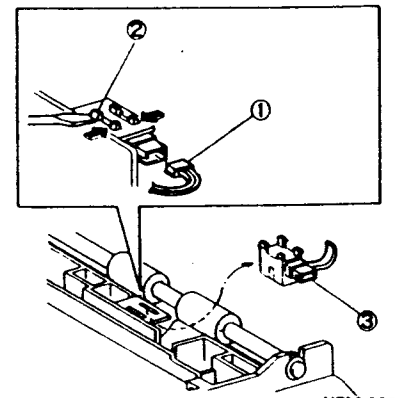

Рис. 8 NZM-0025
8. (Рис. 8): Снимите датчик подачи.
①. Снимите разъем.
②. Отпустите фиксатор датчика.
③. Снимите датчик подачи.